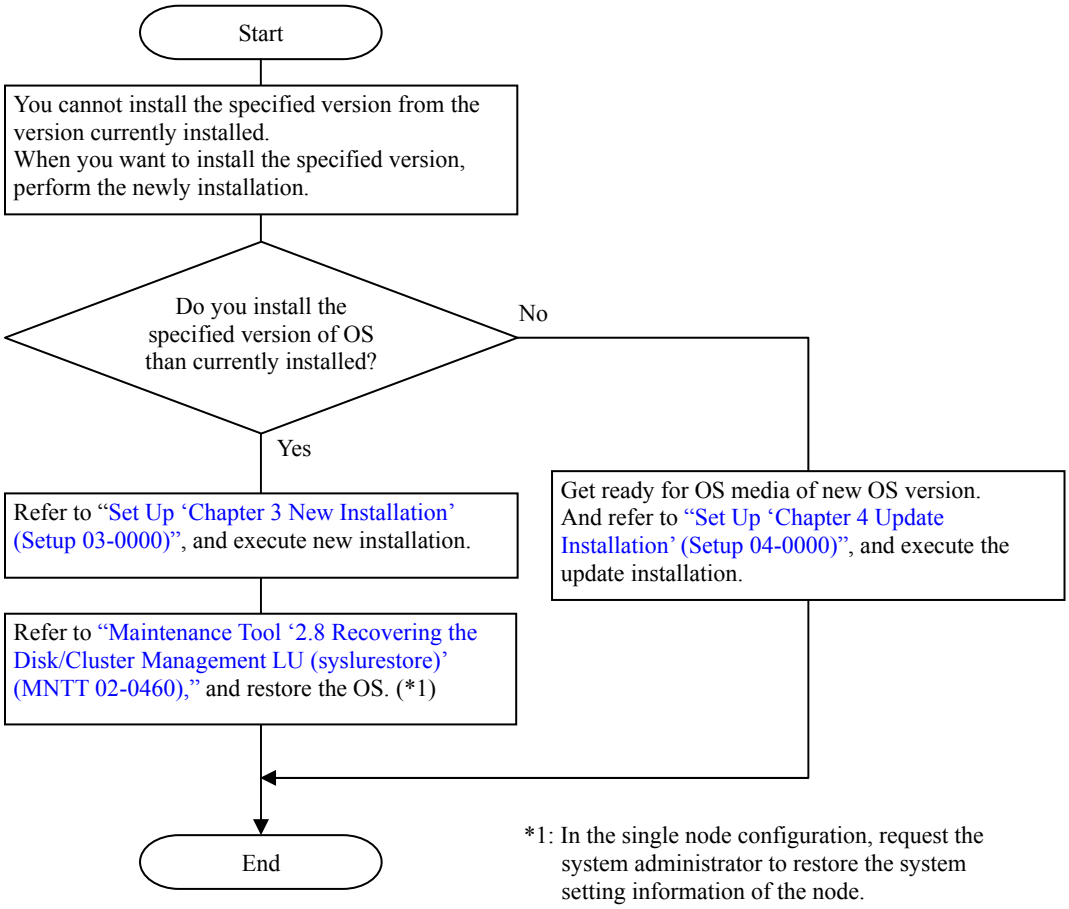

Figure C.2.1-5 Action flow after the version check of update installation
(5) Figure C.2.1-5 shows the flow when message ID #26 on "Set Up 'Table 6.1-1 List of Messages' (SETUP 06-0020)" is output due to the version check of update installation.